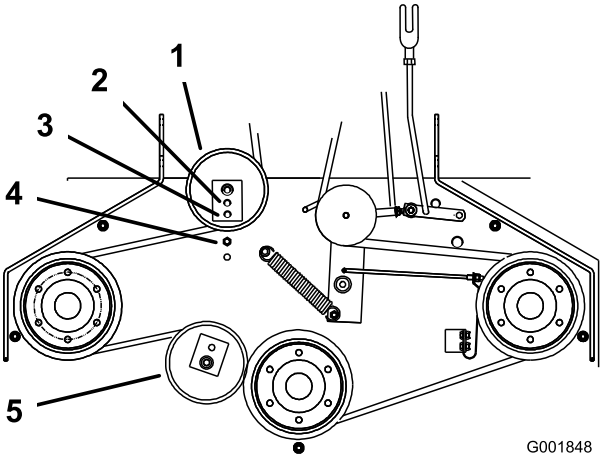

Figura 46
6. Si no es posible ajustar más el tensor y la correa todavía está floja, será necesario cambiar la polea tensora trasera al taladro central o delantero (Figura 46). Utilice el taladro que permita el ajuste correcto.
7. Cuando se cambia de posición la polea tensora, será necesario cambiar también la guía de la correa. Mueva la guía de la correa a la posición delantera (Figura 46).